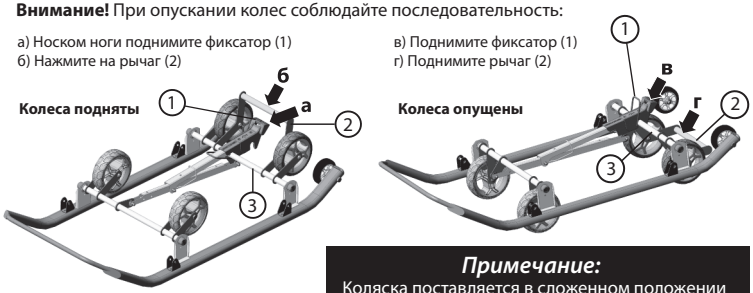

Рис. 3 Механизм выдвижных колес
4.5.1 Для перемещения по твердому покрытию необходимо выдвинуть колеса, закрепленные на каркасе. Для этого носком ноги поднимите фиксатор (1) (рис. 3), колеса опустятся, затем нажав на рычаг (2) доведите колеса до фиксированного положения. Паз на фиксаторе при этом должен зацепиться за ось колес (3).
- Ногой поднять фиксатор (1), коляска опустится на полозья;
- Носком ноги поднять рычаг (7) (рис. 3) до фиксированного положения.